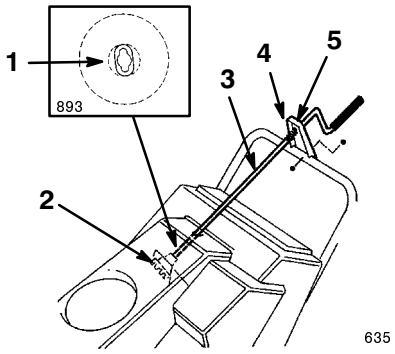

**Figur 9**
1. För in utkastarvevens flata ände genom hålet i höljet medan du samtidigt passar in monteringsfästet med hålen i det nedre handtaget (figur 9).
2. Rotera veven långsamt tills den flata änden passar in i den gömda växelöppningen och utkastarringen roterar med veven (figur 9).
3. För in hela plastbussningen i hålet i monteringsfästet (figur 9).
4. Fäst monteringsfästet till handtaget med två huvudskruvar och låsmuttrar (figur 9).